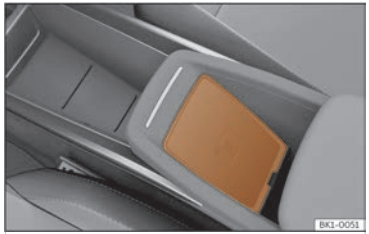

Fig. 160 On the centre console: pad for the mobile phone connection.
- Place your mobile device in the middle of the pad with the screen facing up ››› **Fig. 160**.